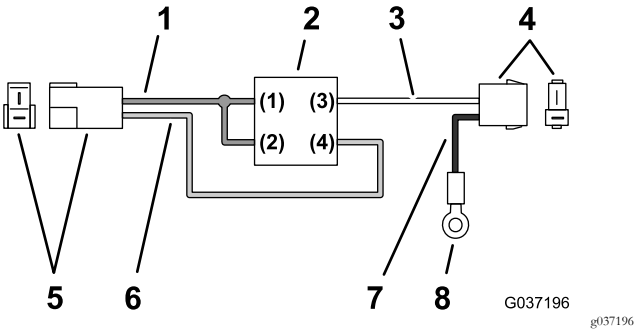

Figura 19
1. Localize o relé e a cablagem como se mostra na Figura 19.